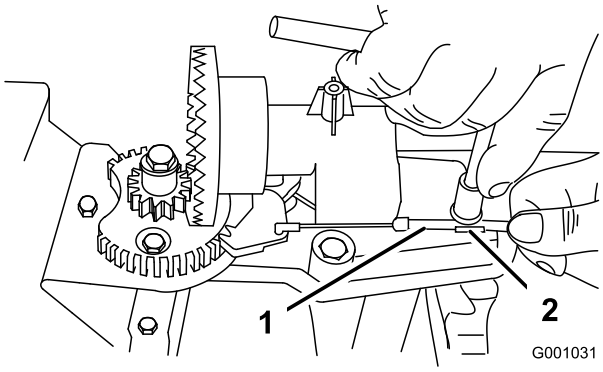
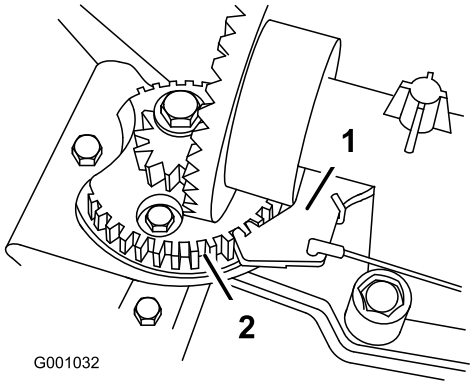

Figur 48
Figur 49
2. Løsn bolten på kabelklemmen (Figur 48).
3. Tag fat i kabelrøret, og bevæg det mod maskinens forende, indtil udblæsningssliskelåsen går helt i indgreb med tandhjulstænderne (Figur 48 and Figur 49).
Bemærk: Låsen er fjederbelastet og går naturligt ind i tandhjulstænderne (Figur 49).